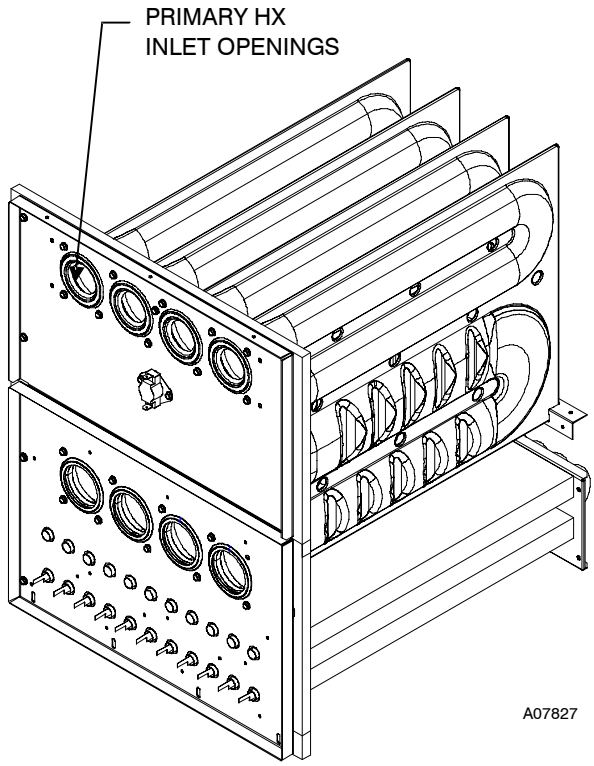

Fig. 5 - Cleaning Inlet Openings of Primary Heat Exchangers
6. Clean heat exchanger openings with a vacuum and a soft brush. (See Fig. 5.)